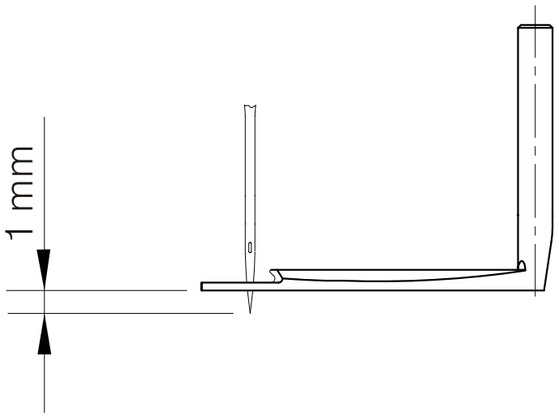

Fig. 54
(1) Altura: Cuando la barra aguja esta en el punto muerto superior, la punta de la aguja izquierda debe exceder la altura del distribuidor por 1mm. (Fig.54)